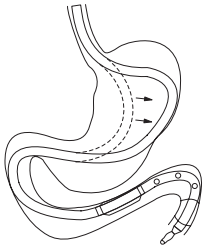

図14
15. 吸引用コネクターからインジェクションコネクターを取り外した後、本品を更に挿入し、胃内でたるませる（**図14**）。